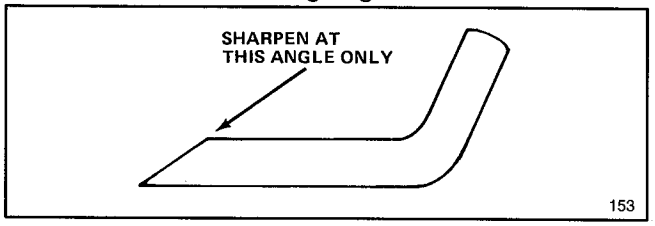

Figure 23
4. SHARPENING BLADE—Using a file, sharpen top side of blade (side facing top of mower housing) and maintain original cutting angle (Fig. 23). The blade remains balanced if the same amount of material is removed from both cutting edges.